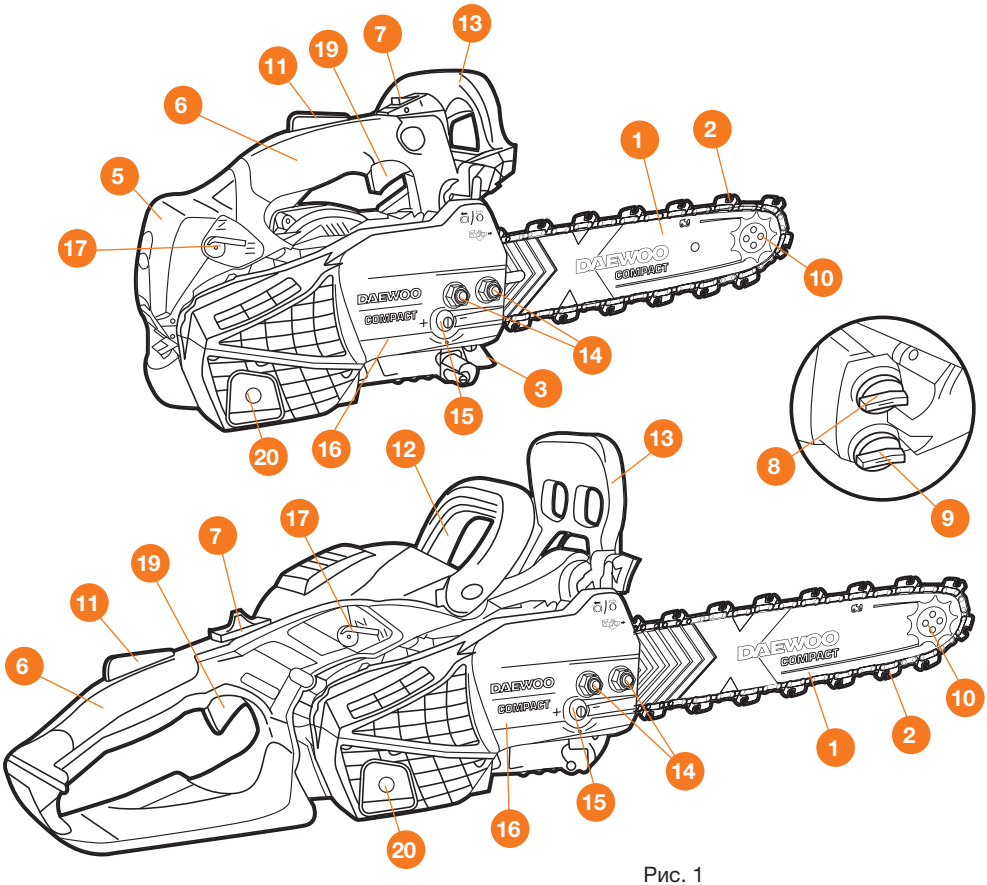

Рис. 1
- Установите выключатель зажигания 7 (Рис. 1) в положение «**I**». Для модели **DACS 2512** переведите переключатель в положение «**ВКЛ**», сдвинув его вперед.
Для остановки двигателя бензопилы в штатном режиме, отпустите курок газа, дайте поработать двигателю на холостых оборотах до 5 секунд и переведите выключатель зажигания в положение «**O**» или «**STOP**». Дождитесь полной остановки двигателя и отпустите выключатель. В модели **DACS 2500** выключатель 7 (Рис. 1) вернется в положение «**ВКЛ**» «**I**» автоматически.